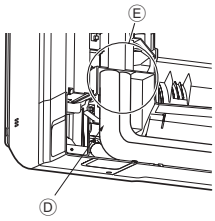

Fig. 3-10
6. Couvrir la partie évasée du raccord avec le cache-tuyaux du raccord en L ④ pour qu’il ne soit pas exposé. (Fig. 3-10)
8. Couvrir la partie évasée du raccord avec le cache-tuyaux du raccord en L ④ pour qu’il ne soit pas exposé. (Fig. 3-10)